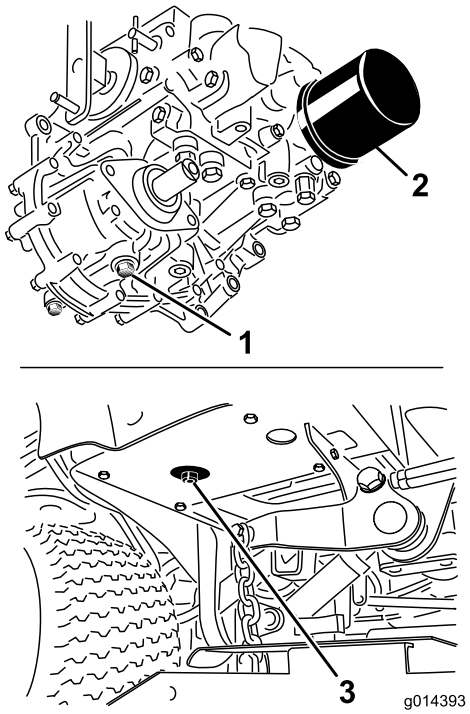

Figur 63
3. Ställ ett stort kärl under hydraultanken och transmissionslådan, lossa pluggarna och tappa ur all hydraulolja (Figur 63).
4. Rengör området runt hydrauloljefiltret och ta loss filtret (Figur 63).